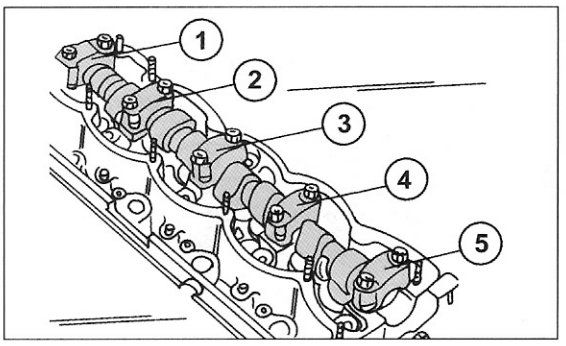

Bild 71
- Die Lagerdeckel der Nockenwelle abschrauben. Die Lagerdeckel sind nummeriert, wie man es Bild 71 entnehmen kann. Deckel Nr. 1 befindet sich auf der Steuerseite. Falls man die Zahlen nicht einwandfrei